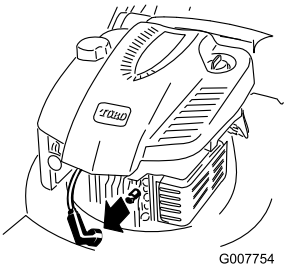

Figuur 22
2. Trek de bougiekabel los van de bougie (Figuur 22) voordat u onderhoudswerkzaamheden uitvoert.